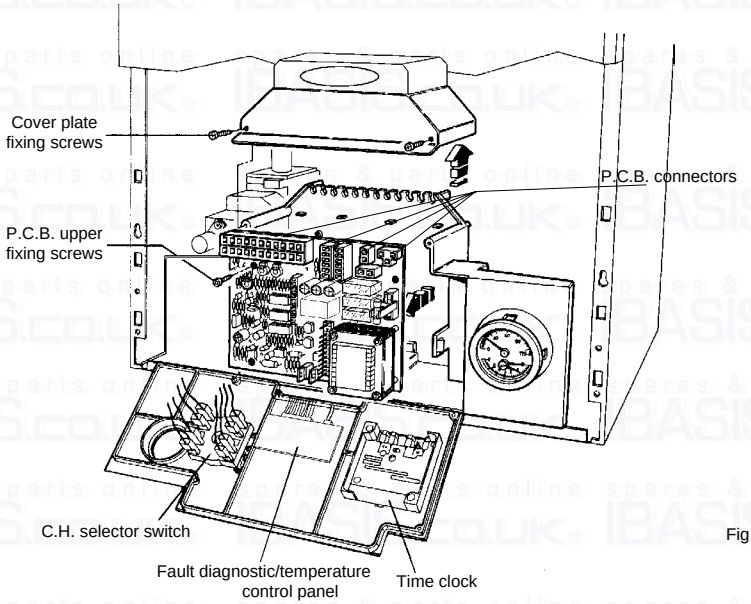

Fig. 39
b) Unscrew two fixing screws on the P.C.B. top cover plate, lift and disconnect all connectors from P.C.B. (fig. 39).